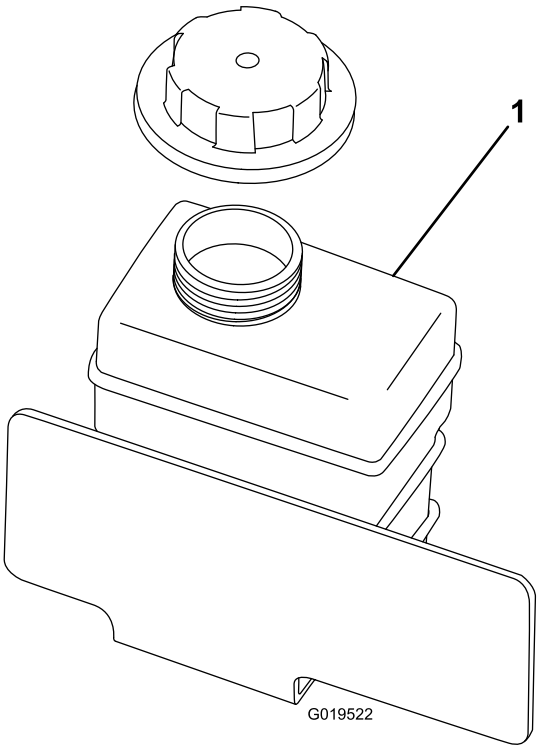

Figur 17
2. Kontroller kølervæskestanden i reservetanken (Figur 17). Kølervæsken skal nå op til bunden af påfyldningsstudsen.